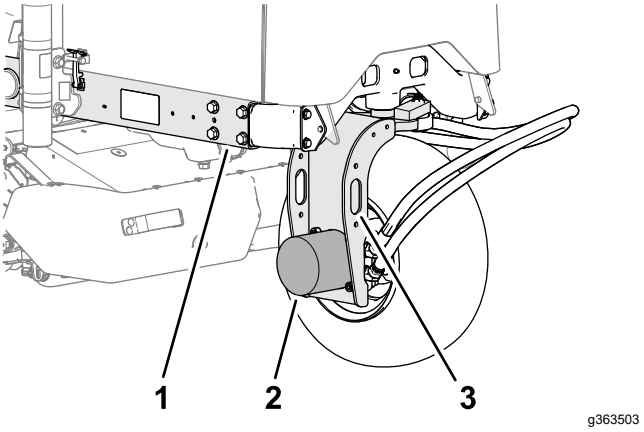

Figur 55
2. Fäst vinschen vid fästöglan på bakhjulsgaffeln (Figur 55).